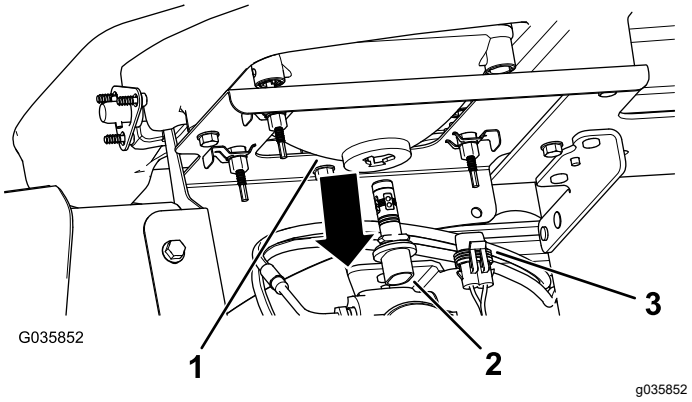

Figur 52
3. Frakobl det elektriske stik til ledningsnettet fra stikket på lampesamlingen bag på forlygtehuset (Figur 52).
4. Drej lampesamling ¼ gang mod uret, og træk den med en bagudgående bevægelse ud af forlygtehuset (Figur 52).
5. Sæt den nye lampesamling og forlygtehuset i, og ret tapperne i lampesamling ind efter hullerne i forlygtehuset (Figur 52).
6. Fastgør lampesamlingen ved at dreje den ¼ omgang med uret (Figur 52).
7. Tilslut det elektriske stik til ledningsnettet til stikket på den nye lampesamling (Figur 52).